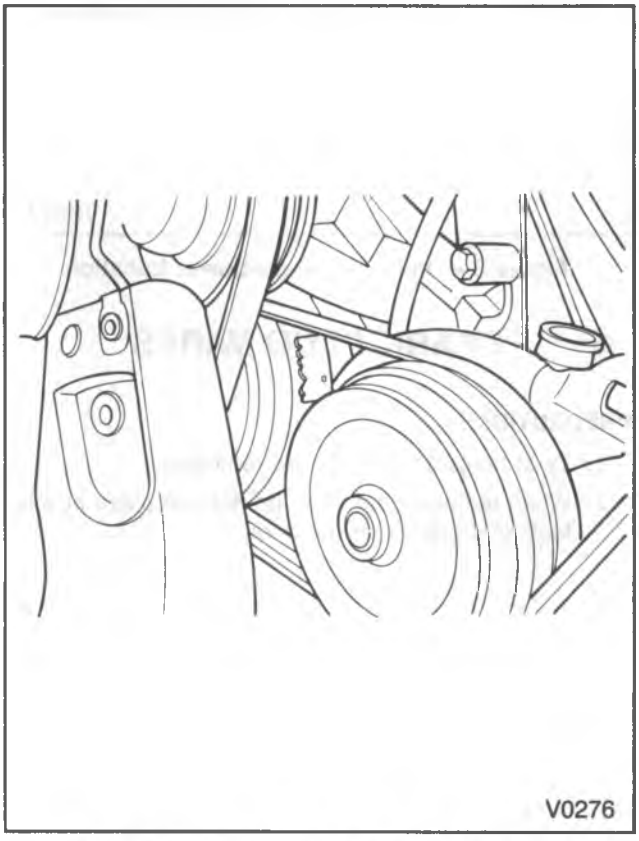

Figure 7—Timing Mark—Upper Location
4. Start the engine and aim the timing light at the timing mark (figures 7 and 8). The line on the balancer or pulley will line up at the timing mark. If a change is necessary, loosen the distributor hold-down clamp bolt at the base of the distributor. While observing the mark with the timing light, slowly rotate the distributor until the line indicates the correct timing. Tighten the hold-down bolt, and re-check the timing.